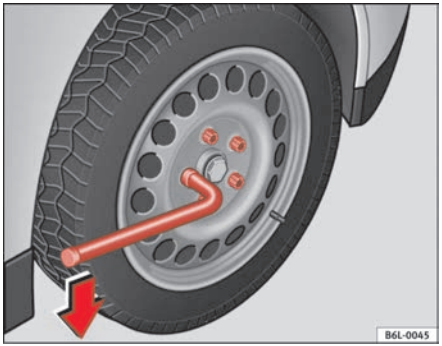

Fig. 135 Changing the wheel: loosen the wheel bolts
– Grasp the box spanner by the end turn it about one full turn to the **left** ⇒ fig. 135.